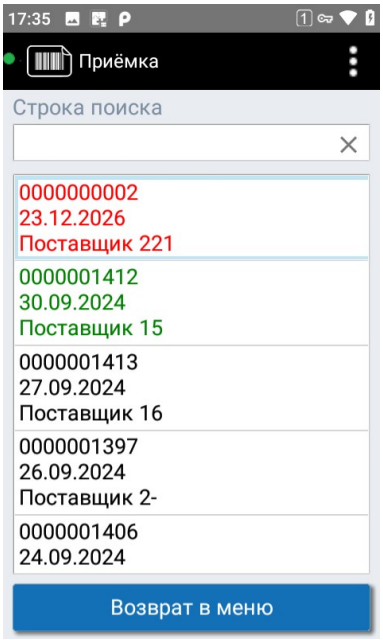

Рисунок 15. Список приходных документов
2. Откроется список приходных документов (см. Рисунок 15). Цвет документа в списке показывает его состояние: чёрный – новый, ещё не обрабатывался; красный – обрабатывается (принят частично); зелёный – выполнен.